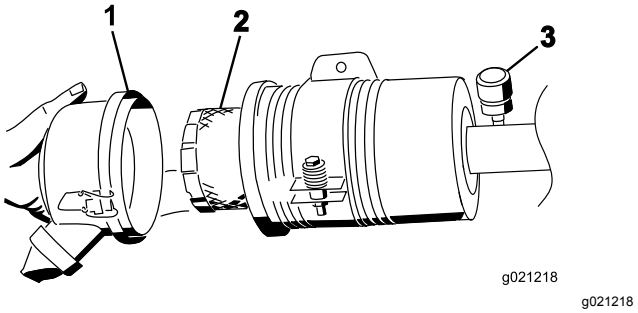

Figur 84
6. Ta bort och byt ut filtret (Figur 84).